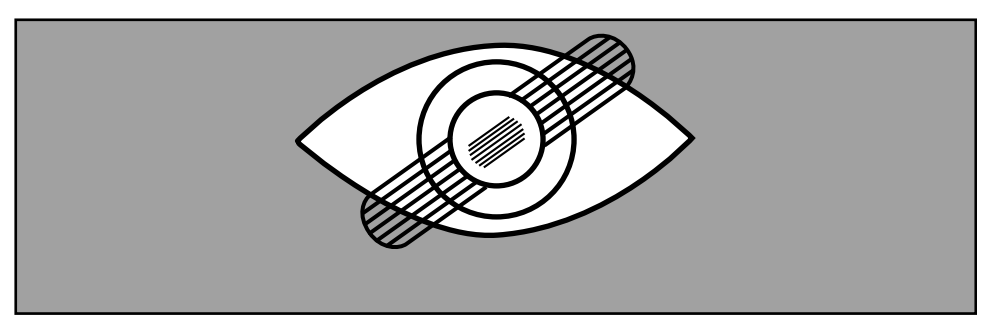

Figura 6
1. Dois fenómenos ajudam a determinar o eixo do astigmatismo: corte e largura. Observa-se um corte quando a fenda não está alinhada com um dos meridianos principais do astigmatismo (figuras 3 e 5). A fenda surge alinhada com um meridiano principal quando o efeito de corte desaparece e a largura do reflexo é a mais estreita (e parece mais brilhante) (Figura 6).